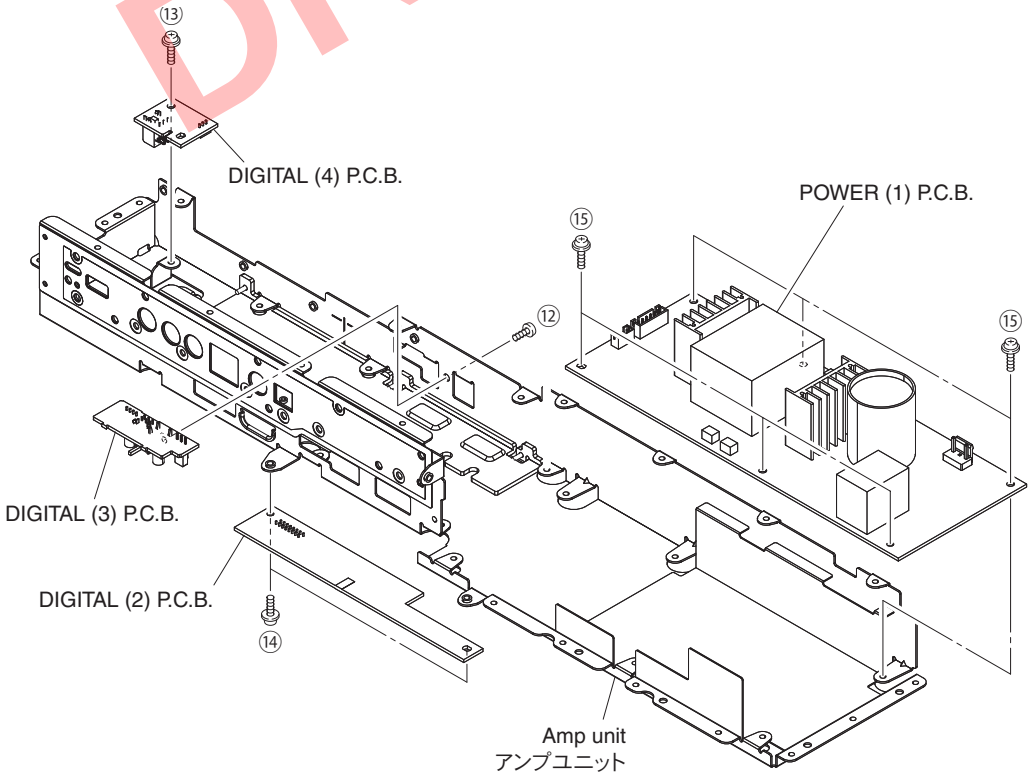

Fig. 6
- The wireless LAN antenna connector should only be plugged back to the network module after it has been installed back onto the DIGITAL (1) P.C.B.
6. Removal of DIGITAL (2), (3) and (4) P.C.B.s (Fig. 6)
a. Remove screw (⑫).
b. Remove the DIGITAL (3) P.C.B.
c. Remove screw (⑬).
d. Remove the DIGITAL (4) P.C.B.
e. Remove 2 screws (⑭).
f. Remove the DIGITAL (2) P.C.B.
6. DIGITAL（2）、（3）、（4）P.C.B. の外し方（Fig. 6）
a. ⑫ のネジ 1 本を外します。
c. ⑬ のネジ 1 本を外します。
e. ⑭ のネジ 2 本を外します。
7. Removal of POWER (1) P.C.B. (Fig. 6)
a. Remove 6 screws (⑮).
b. Remove the POWER (1) P.C.B.
7. POWER（1）P.C.B. の外し方（Fig. 6）
a. ⑮ のネジ 6 本を外します。